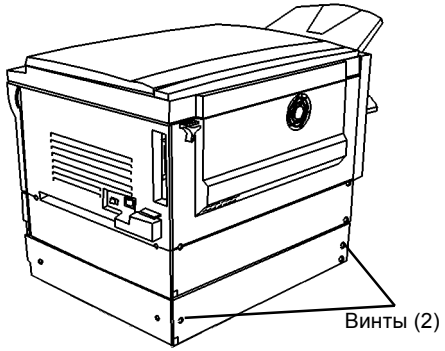

Рисунок 1 Снятие задней крышки лотка 2
1. Отверните винты и снимите крышку (Рисунок 1).